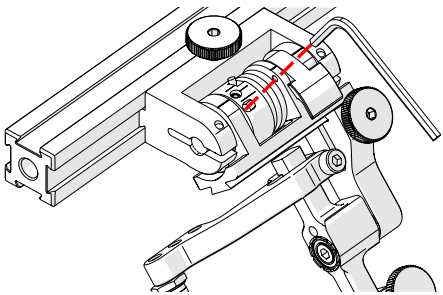

Fig. 151 - Unlatched position
3. Insert the short arm of a 3 mm hex wrench into the 3 mm slot *(Fig. 151)*.